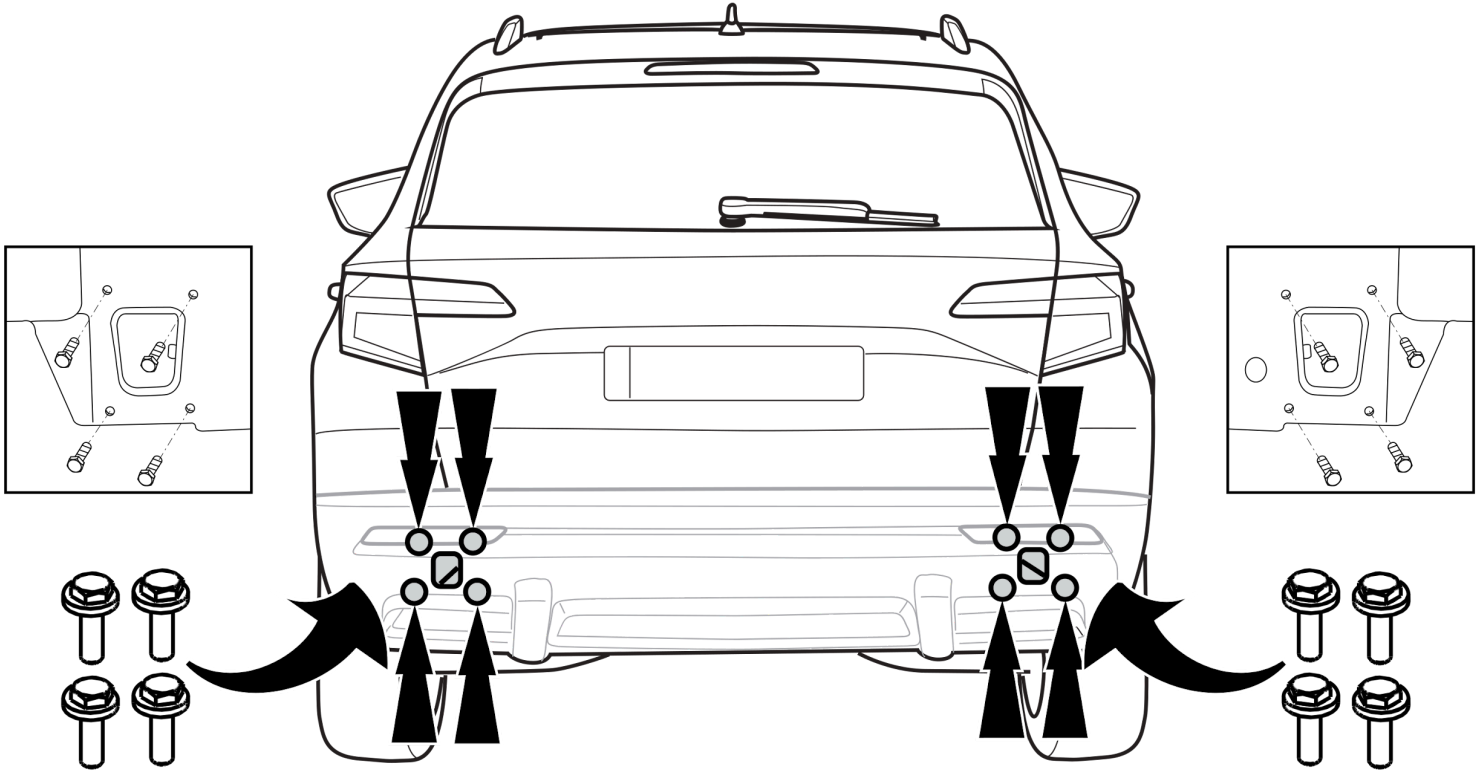

Fig. 8
1. Снять оба блока задних фар. Снять бампер вместе со буферным брусом автомобиля. Буферный брус больше не понадобится. Поставить гайки на место. См. рисунок 8.